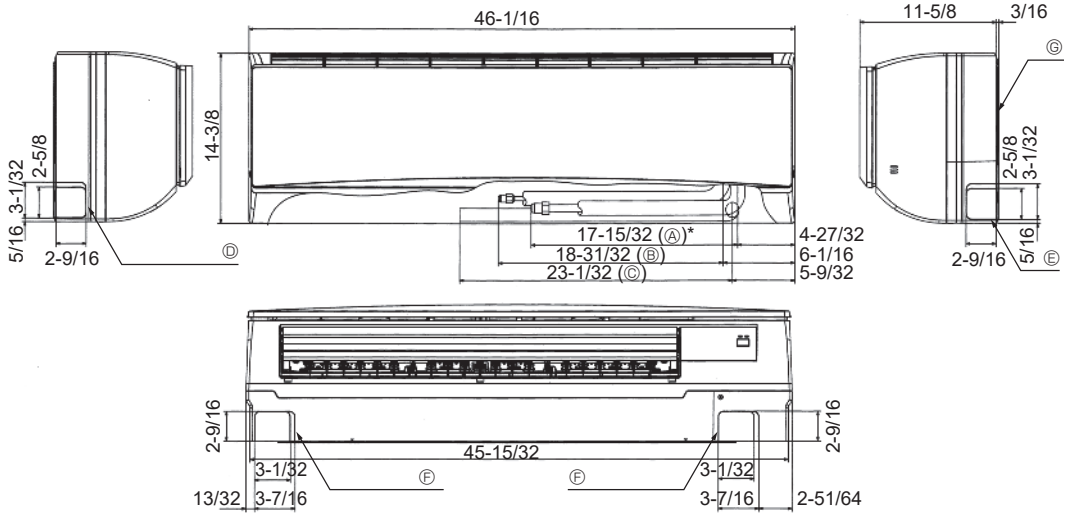

Fig. 4-2
4.3. Mise en place des tuyaux de réfrigérant et d'écoulement (Fig. 4-2)